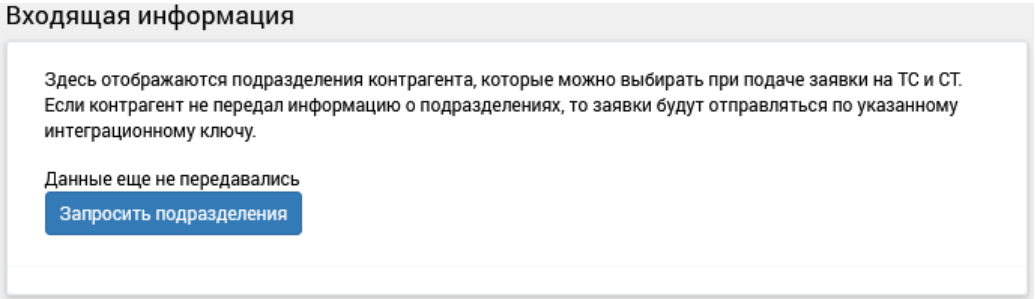

Рис. 427. Информация о контрагенте. Запрос подразделений
2. В справочнике контрагентов в блоке **"Входящая информация"** нажать кнопку **[Запросить подразделения]** (см. Рис. 427):